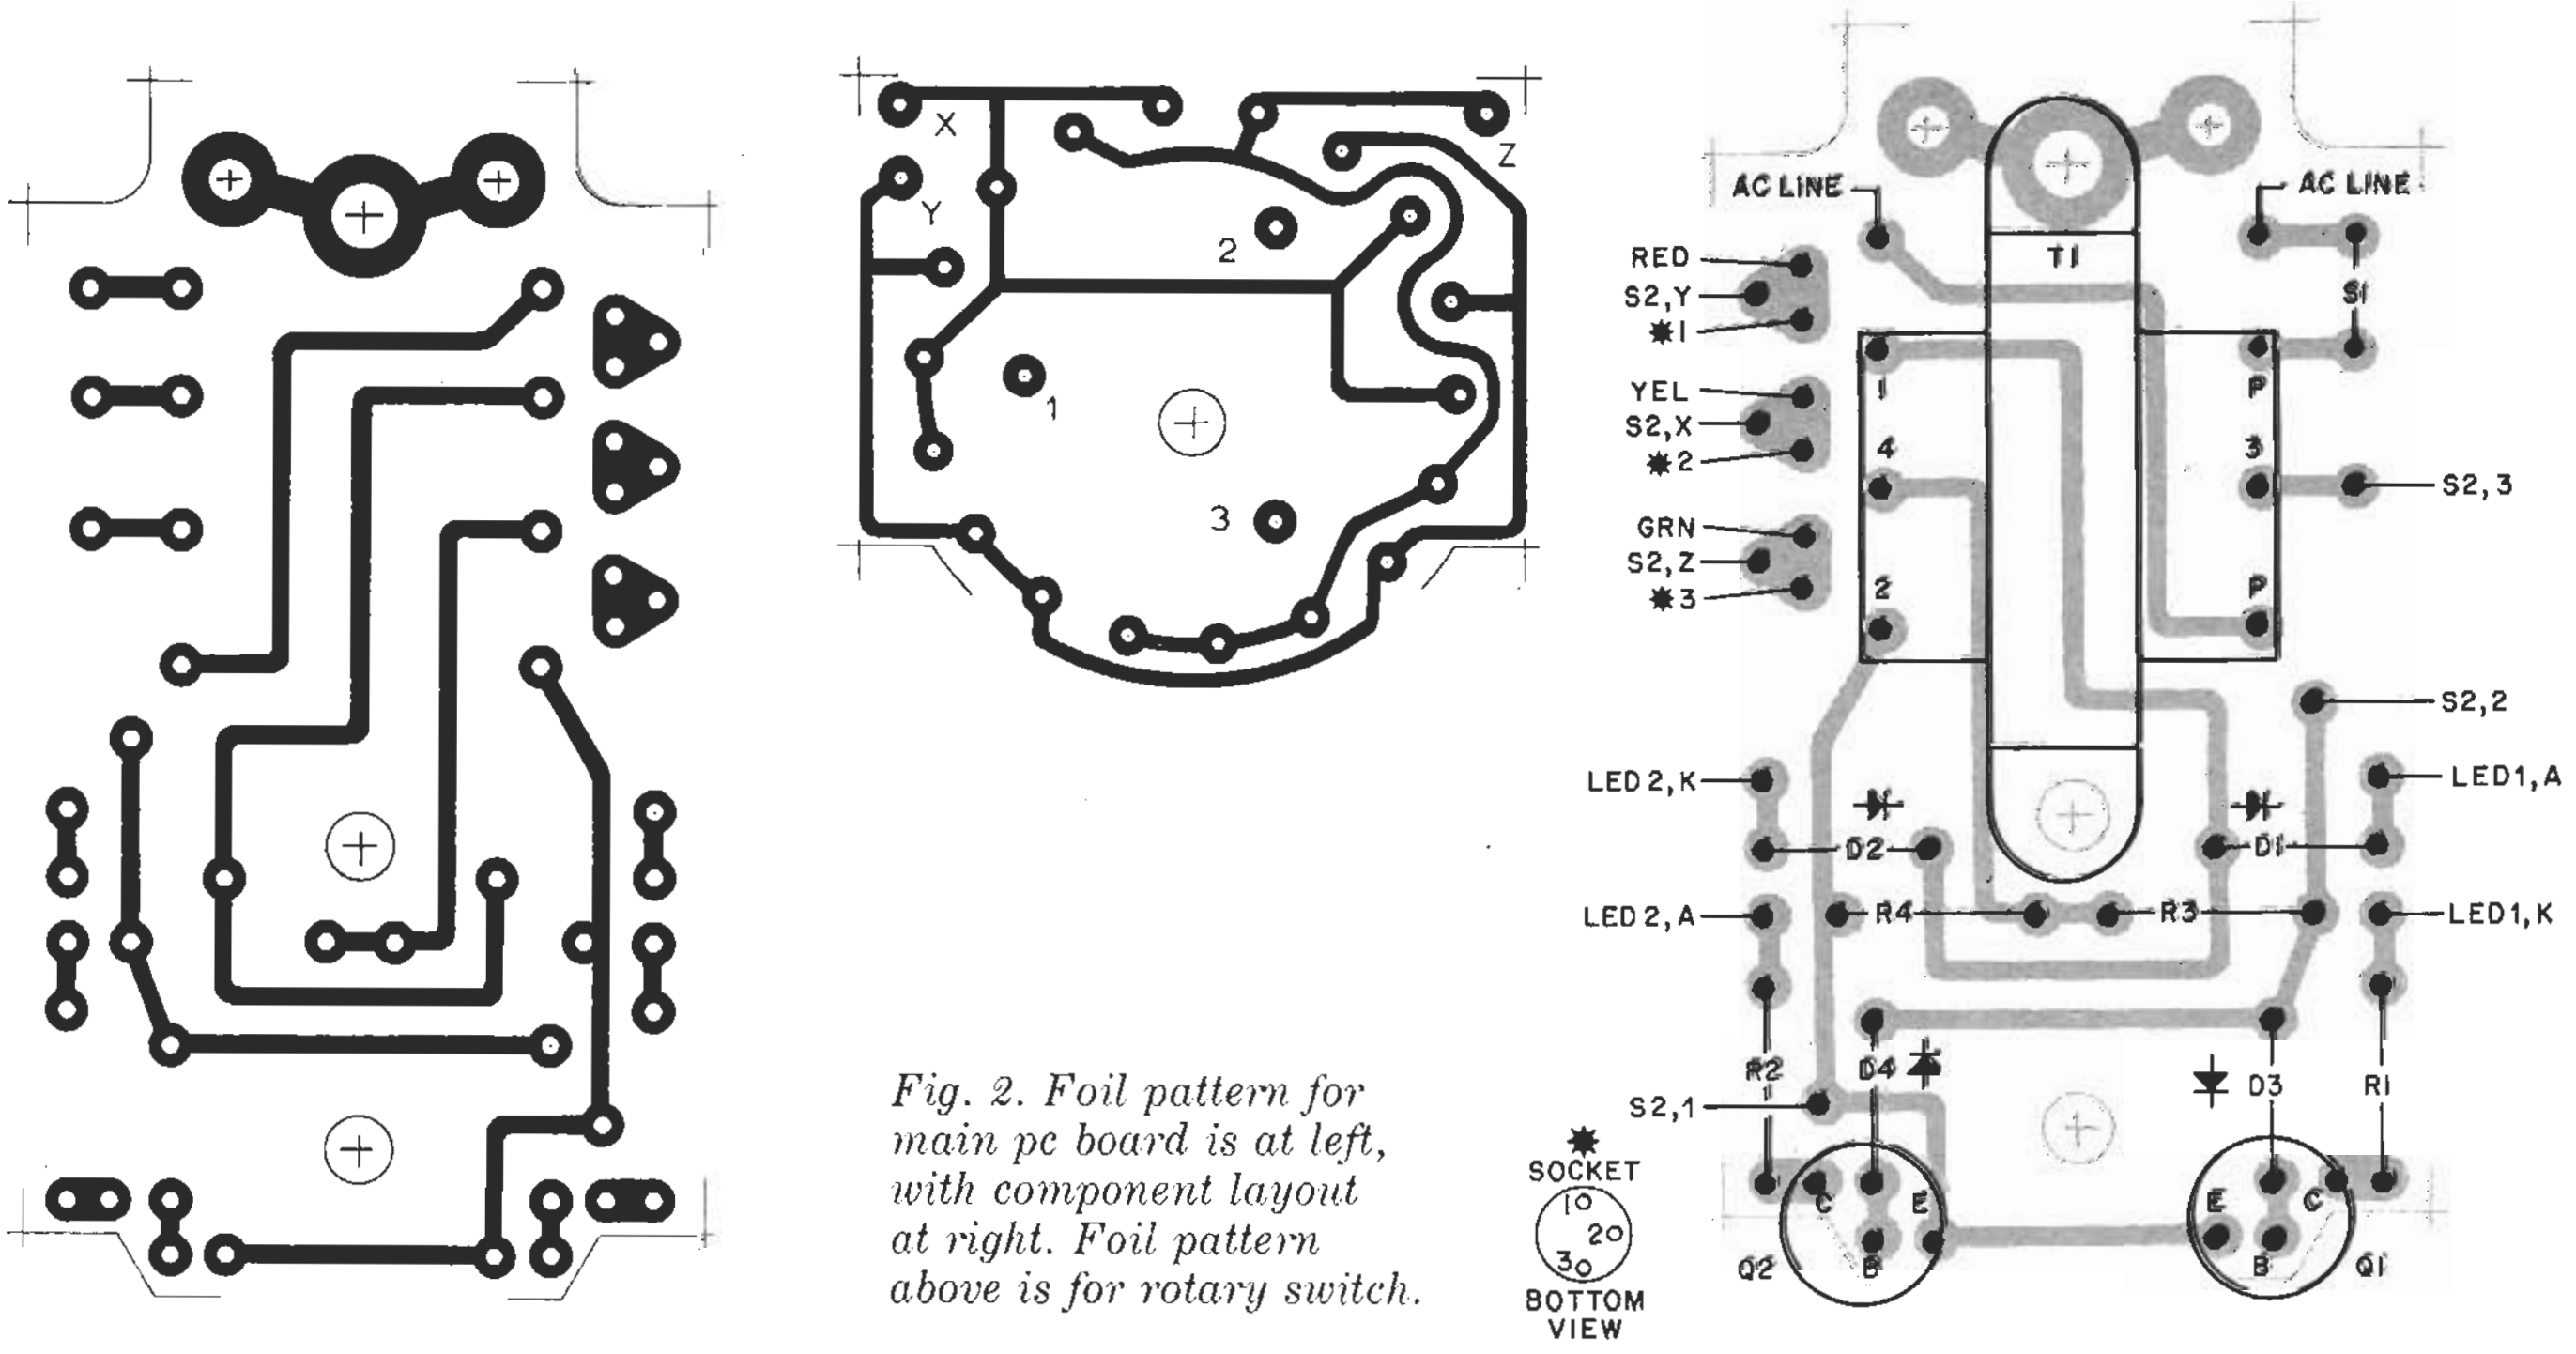
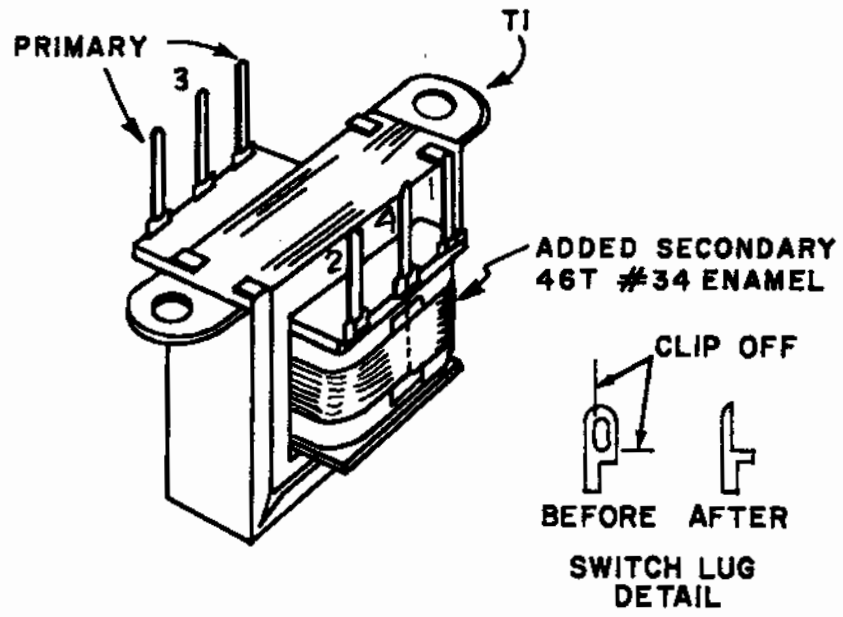

*Fig. 2. Foil pattern for main pc board is at left, with component layout at right. Foil pattern above is for rotary switch.*
*Fig. 3. Add a winding and terminals to the transformer and alter switch lugs as shown.*
**Construction.** To duplicate the prototype and use the pc boards shown in Fig. 2, certain mechanical modifications must be made to two of the components. Transformer *T1* must have its four terminals cut to a size that can fit into the pc board. As shown in Fig. 3, two more tabs must be added to terminate a new winding. The molded plastic form of this transformer allows adding the two new terminals (3 and 4 on the schematic). The six terminals will then be spaced three on each side, on ⅜-in. centers.
The terminals of *S2* must be modified as shown in Fig. 3 so that the switch will fit the pc board as shown in Fig. 2.
Now you are ready to assemble the circuit on the main board as shown in Fig. 2. The front panel is marked as shown in the photograph with the six switch positions identified. Install *SO1* and mount the LED's in small rubber grommets, properly identified.